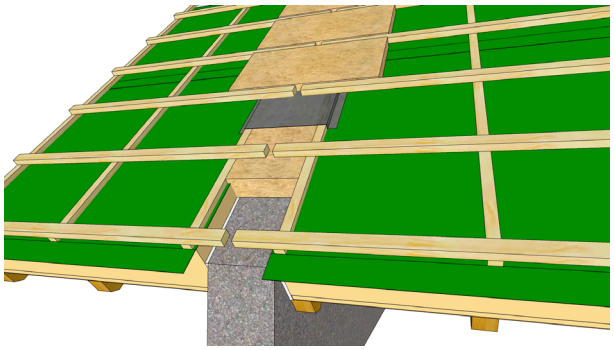

Figuur 6 - Detail woningscheidende wand
- De woningscheidende wand dient thermisch geïsoleerd te worden door middel van plaatsing van een laag minerale wol op de woningscheidende wand. Deze laag dient te worden afgedekt met een waterkerende damp-open folie waar bovenop een tweede laag minerale wol wordt geplaatst. Deze laag minerale wol dient te allen tijde droog te blijven bij plaatsing. De panlatten dienen minimaal 30 mm onderbroken te worden ter plaatse van de woningscheidende wand (zie figuur 6).